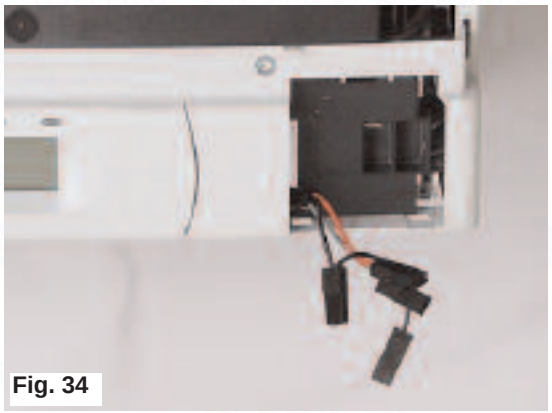

Fig. 34
- Remove the plastic cover with the mecanical time clock on the right hand side (Fig. 33) and pull out the 4 wires (Fig. 34);